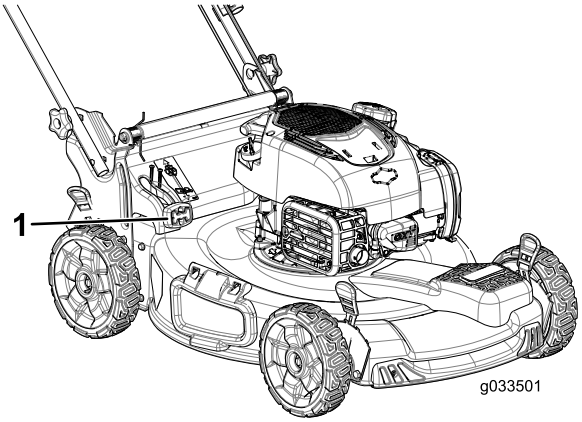

Rysunek 23
- Aby móc workować ścinki trawy i liście, naciśnij przycisk na dźwigni ustawienia worka i przesuwaj dźwignię do przodu, do momentu gdy przycisk na dźwigni wyskoczy (Rysunek 23).